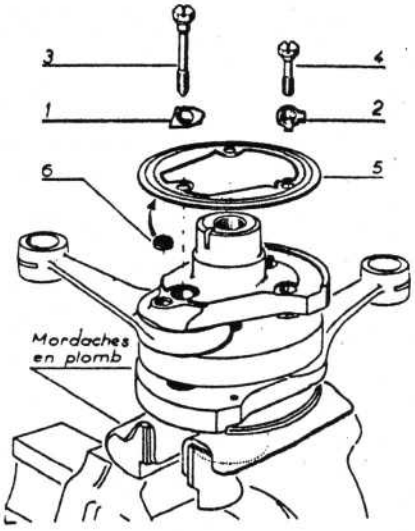

Fig. 12. — *Montage d'un larmier.*
Monter le vilebrequin sur étau, comme l'indique la figure 12.
Monter le joint torique (6) (fig. 12), le larmi distribution, les trois vis (3 et 4) et leurs frein battre les freins et buriner les pattes jusqu'à af les têtes de vis. Même procédé pour le larmie volant.